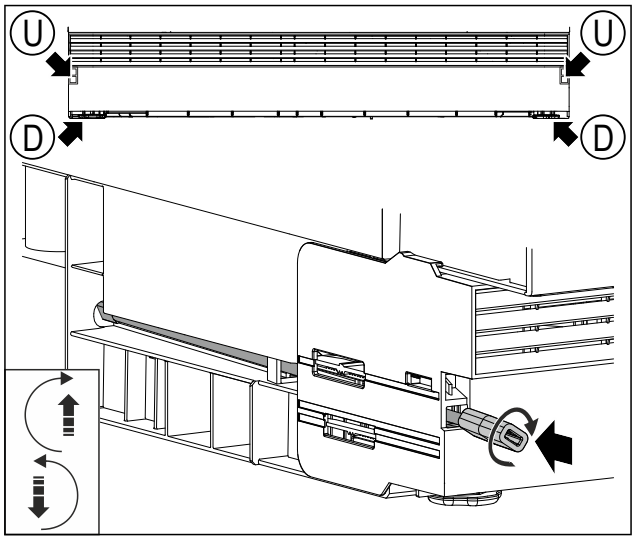

*Fig. 46 Example illustration*
▶ Insert the rod with the adapter piece into the opening *Fig. 46 (U)*.